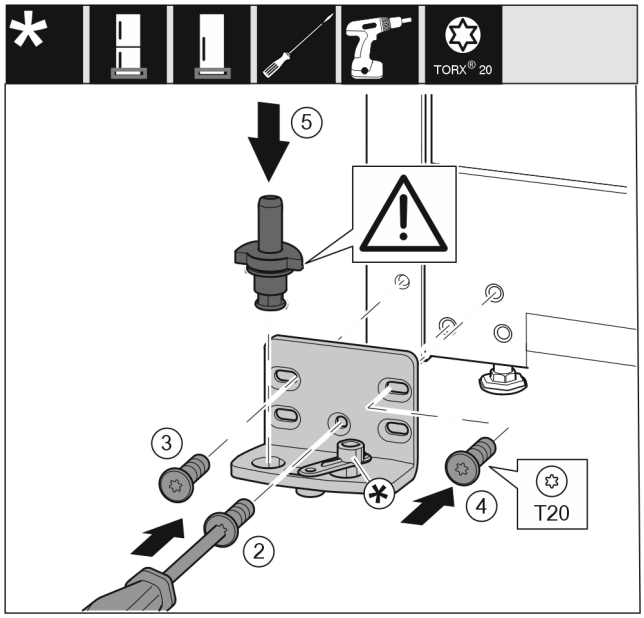

Fig. 17
- ▶ Lagerbok aan de andere zijde plaatsen en met behulp van een schroevendraaier er in schroeven. Met schroef *Fig. 17 (2)* onder in het midden beginnen.
- ▶ Schroef *Fig. 17 (3)* en schroef *Fig. 17 (4)* vastschroeven.
- ▶ Lagerbouten *Fig. 17 (5)* volledig insteken. Let hierbij op dat het vergrendelingslipje naar achteren wijst.